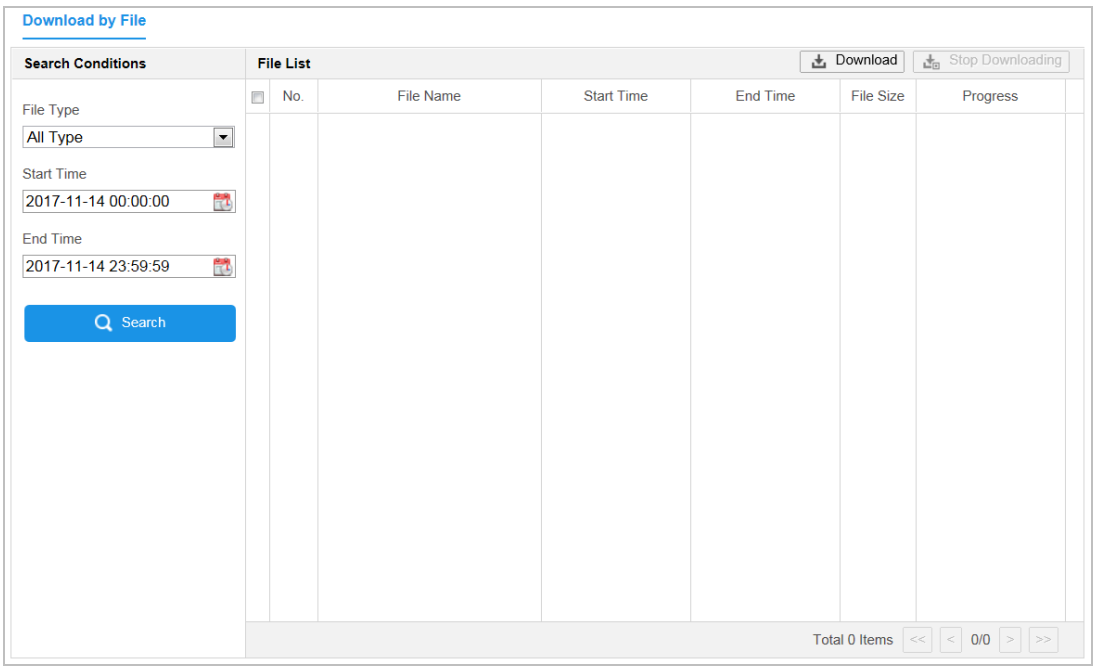

Figure 4-15 Video Downloading interface
1. Click on the playback interface. The pop-up menu is shown in Figure 4-15.